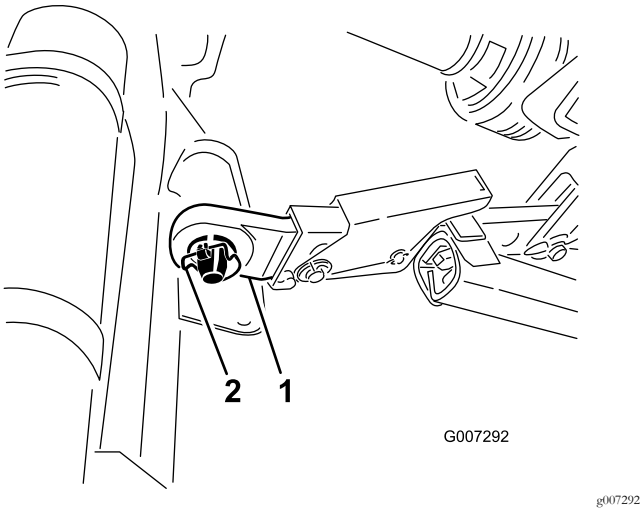

**Figur 6**
5. Sæt de nederste forbindelsesarme (højre og venstre) ind over koblingstapperne (Figur 6).
6. Fastgør de nederste forbindelsesarme til koblingstapperne med ringstifter (Figur 6).